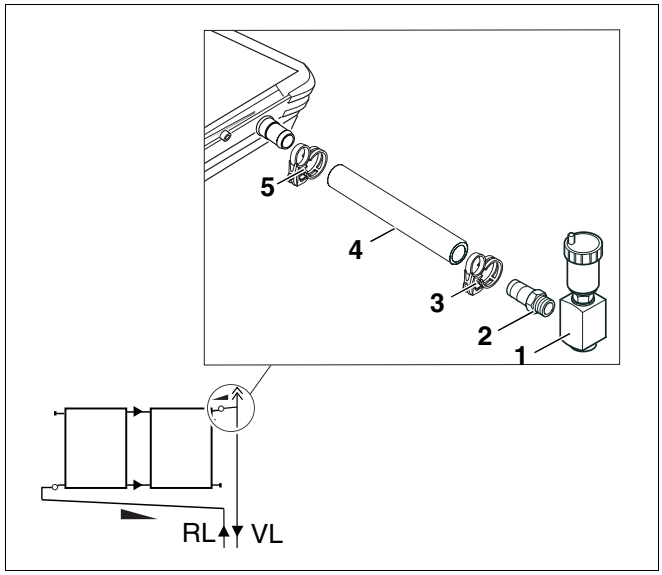

Afb. 41 Vertrekleiding en luchtbeker met ontluchter aansluiten
- Verwijder de voorgemonteerde korte slang (wanneer het vertrek zich aan de rechterzijde bevindt) en vervang hem door de lange slang (afb. 41, **pos. 4**) aan de bovenste aansluiting van de – vanuit hydraulisch standpunt – laatste collector.
- Fixeer de lange slang met een nieuwe veerklemring (afb. 41, **pos. 5**) aan de collector.
- Schuif de tweede veerklemring (afb. 41, **pos. 3**) over de lange slang.
- Sluit de luchtbeker met de ontluchter (toebehoren) (afb. 41, **pos. 1**), liefst in de zolderruimte, met een flexibele slang (afb. 41, **pos. 2**) aan de lange slang aan. De flexibele slang maakt deel uit van de basisset voor leidingen.